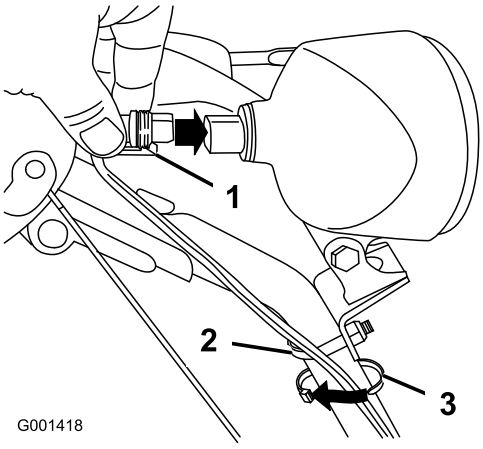

Figuur 17
1. Steek de draadconnector aan het losse uiteinde van de draad recht in de achterkant van de koplamp tot de connector op zijn plaats zit (Figuur 17).
Opmerking: Zorg ervoor dat de plastic klem van de draadconnector aan de onderkant zit (Figuur 17).
2. Bevestig een kabelklemband (uit de zak met losse onderdelen) rond de draad en de handgreep op ongeveer 2,5 cm onder de U-bout (Figuur 17).